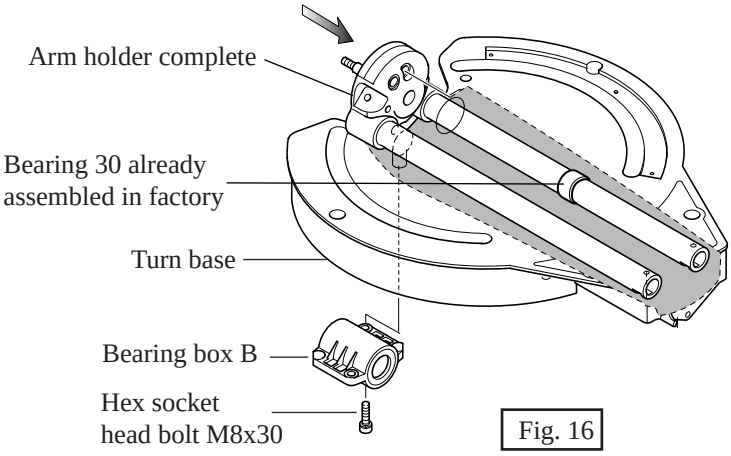

Fig. 16
1) Fasten bearing box B with hex socket head bolt M8x30 to the back side of turn base temporarily. See Fig. 16.
2) Insert arm holder complete into the hole of turn base until it stops, and then fix bearing box B firmly with hex socket head bolt M8x30. See Fig. 16.